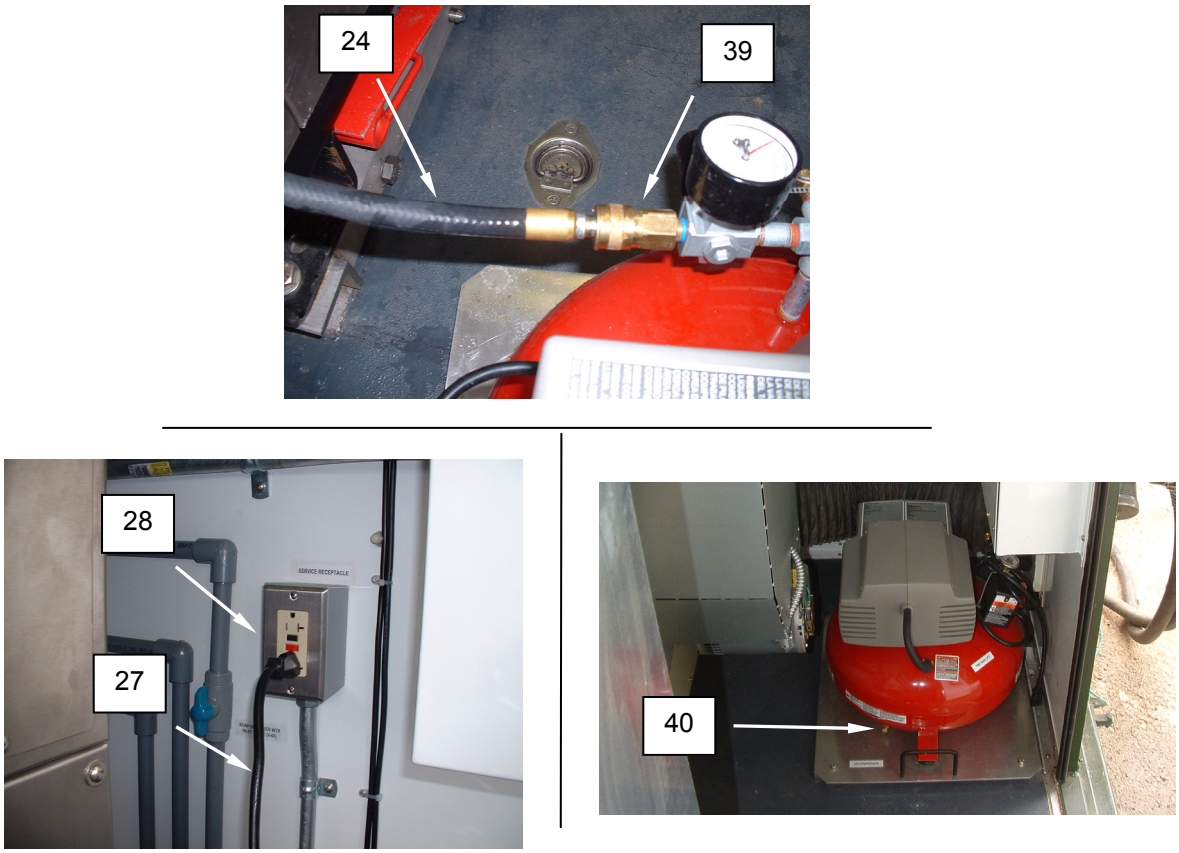

Figure 23. Complete Air Purge.
11. Disconnect air compressor hose **(Figure 23, Item 24)** from air compressor quick disconnect **(Figure 23, Item 39)**.
12. Disconnect the air compressor power cord **(Figure 23, Item 27)** from the service receptacle **(Figure 23, Item 28)**. Return air compressor to its storage place behind dryers and secure it to mounting bracket.
13. Open air compressor drain valve **(Figure 23, Item 40)**.